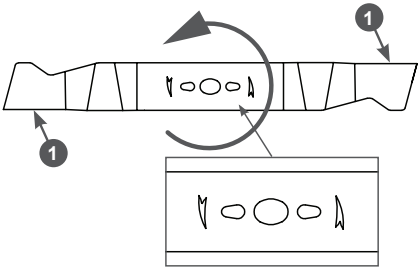

**Рис. 25 Направление вращения ножа (вид снизу)**
*Направление вращения вала двигателя против часовой стрелки (если смотреть со стороны вала). Нож надо устанавливать на адаптер так, чтобы лезвия 1 ножа также были обращены в сторону вращения вала двигателя. Дополнительно на ноже нанесены стрелки, указывающие правильное направление вращения ножа, которые после установки ножа на адаптер должны оказаться снизу (Рис. 25).*